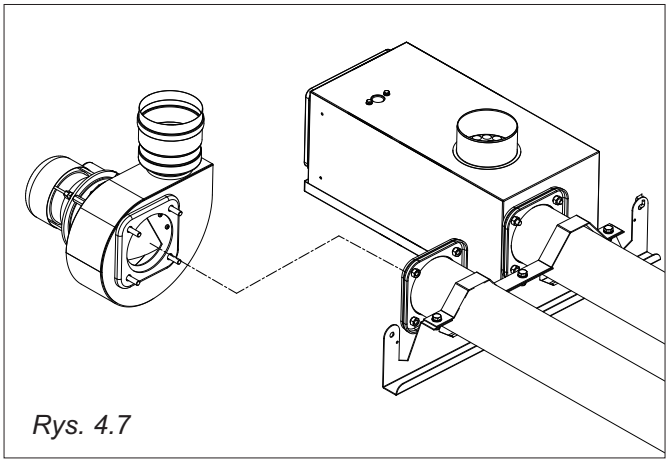

Rys. 4.7
5) Za pomocą dostępnych śrub przykręcić wentylator oraz palnik Rys. 4.7.